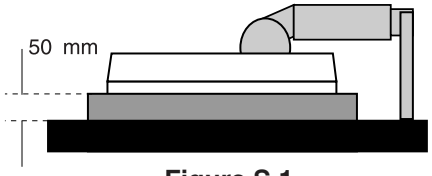

Figure S.1
3. Placez le moniteur face vers le bas sur une surface non abrasive (Placez l'écran sur une plate-forme de 50 mm pour que le support soit parallèle à la surface.) (**Figure S.1**).